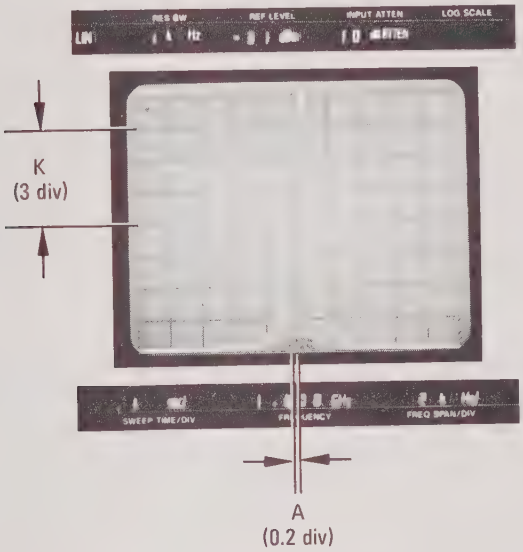

Figure 4-8. Residual FM to AM Conversion Display
d. Adjust REF LEVEL FINE control to place signal peak at top graticule line. Carefully adjust TUNING control so upward slope of signal intersects the CENTER FREQUENCY graticule line one division down from the top as shown in Figure 4-8.
e. Note the distance from the signal skirt at the horizontal center graticule line to the CENTER FREQUENCY graticule line at the center of the CRT. (In Figure 4-8 the distance is 0.2 division.)
Typical Example (Stabilized mode): In Figure 4-8, distance A is 0.2 division and distance k (a constant) is 3 divisions. Therefore:
m. Adjust REF LEVEL FINE control to place signal peak at top graticule line. Carefully adjust TUNING control so upward slope of signal intersects the CENTER FREQUENCY graticule line one division down from the top as shown in Figure 4-8.